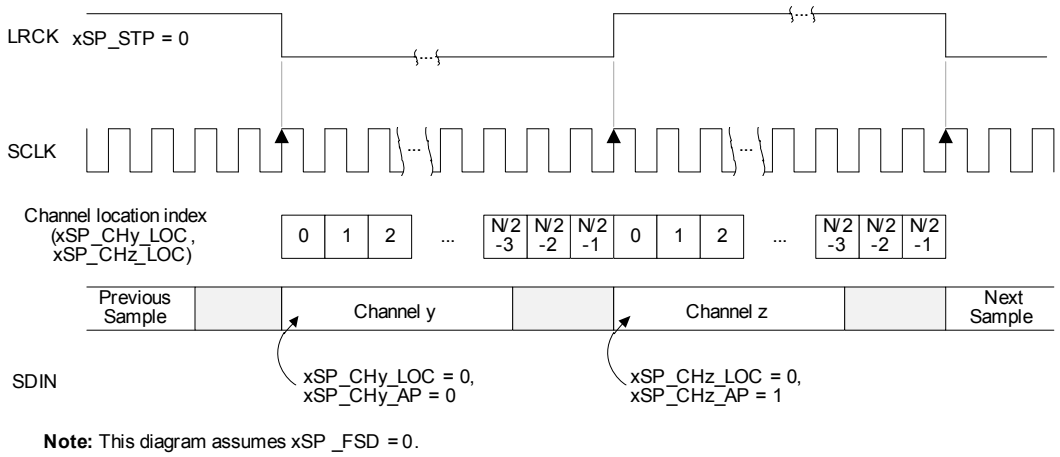
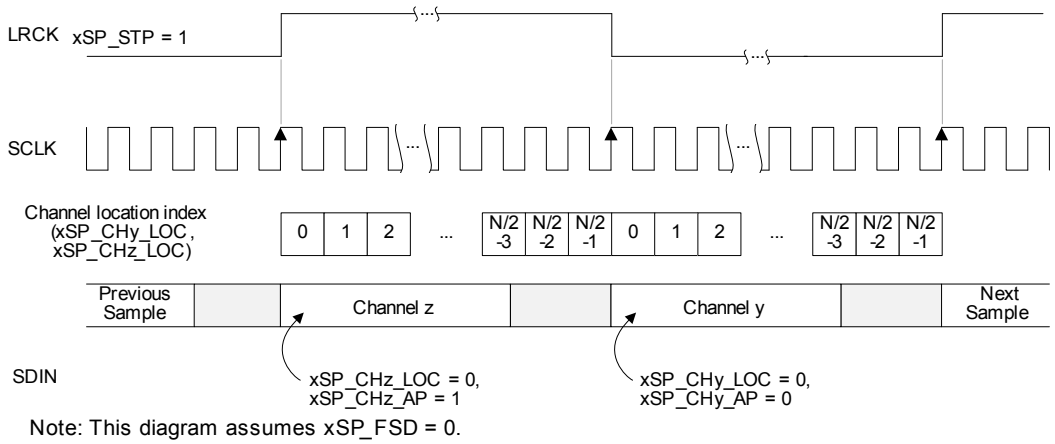

Figure 4-26. Example 50/50 Mode (ASP_STP = 0)
Figure 4-27. Example 50/50 Mode (ASP_STP = 1)
- If xSP_STP = 0, the frame begins when LRCK/FSYNC transitions from high to low. See Fig. 4-26 for an example in 50/50 mode. The TDM Mode behaves similarly.
- If xSP_STP = 1, the frame begins when LRCK/FSYNC transitions from low to high. See Fig. 4-27 for an example in 50/50 mode. TDM mode is similar.
If the active-phase control bit (xSP_RX_CHn_AP) is set, the respective channel is output when LRCK/FSYNC is high. If xSP_RX_CHn_AP is cleared, the respective channel is output if LRCK/FSYNC is low. Examples of each setting of xSP_RX_CHn_AP are shown in Fig. 4-26 and Fig. 4-27.